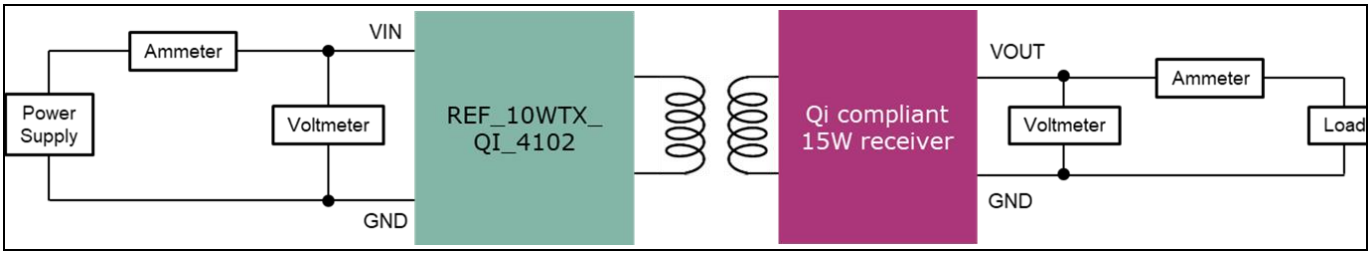

Figure 2 Test equipment set-up
1. Connect the multimeters as shown in Figure 2, to measure input/output voltage and current